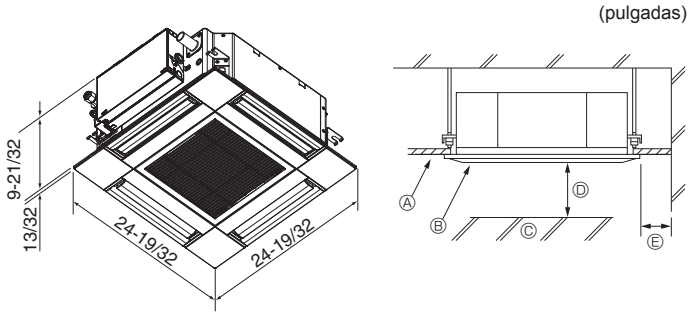

Fig. 3-1
3.1. Unidad interior (Fig. 3-1)